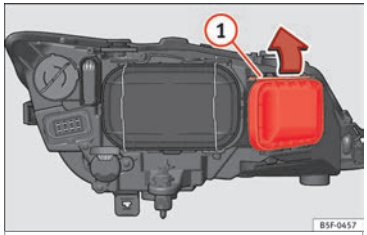

Fig. 106 Lámpara de luz intermitente.
– Desplace el tirante ››› **fig. 106** (1) en el sentido de la flecha y saque la tapa.